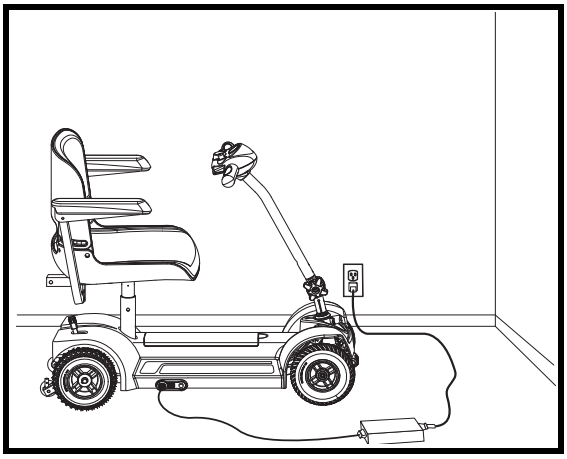

Figuur 12. Het laden van de accu´s
1. Plaats uw Scootmobiel dicht bij een standaard stopcontact. Zie figuur 12.